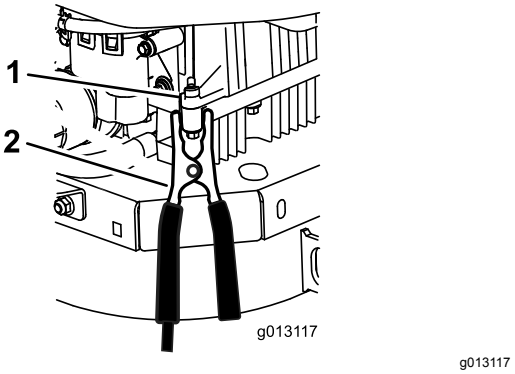

Figuur 50
6. Maak de laatste verbinding aan het **motorblok** (niet aan de minpool van de accu) van de machine met de ontladen accu, weg van de accu, en ga op veilige afstand staan (Figuur 50).